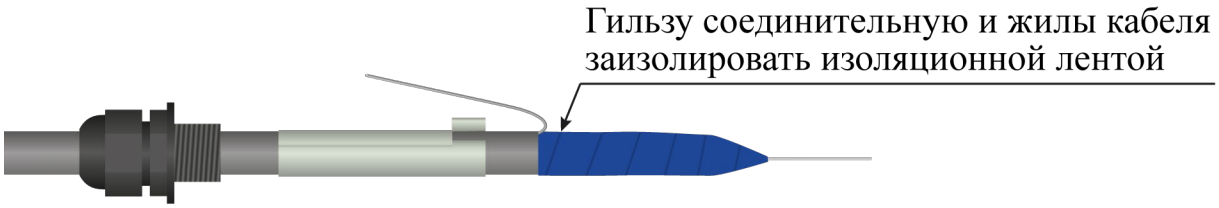

Рисунок 4.8
– гильзу соединительную и жилы кабеля ТППэп заизолировать изоляционной лентой (рисунок 4.8);